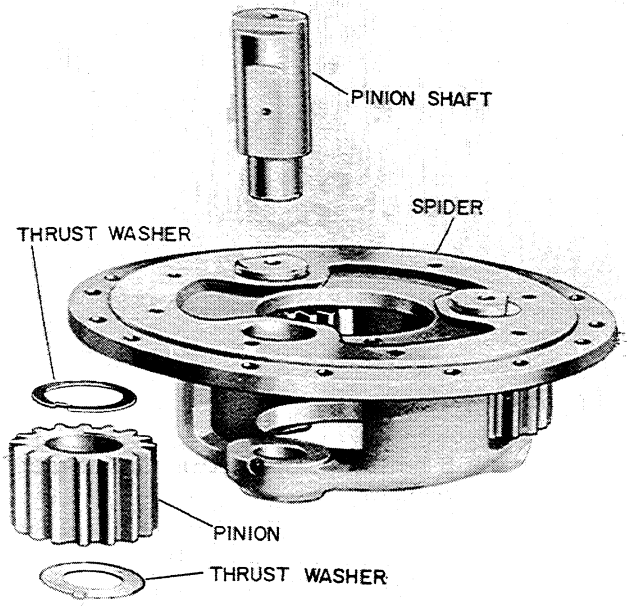

Figure U-60
3. If the pinions were removed from the planetary spider place the pinion and thrust washer into the spider. Then press the pinion shaft down through the spider thrust washers and pinion, Figure U-60, until the shoulder on the pinion shaft is seated against the spider cage.